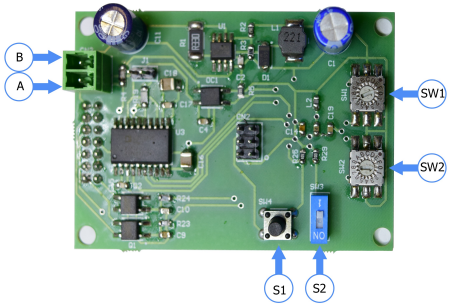

Рис. 7. Модуль управления RS485
- Модуль управления RS485 (рис. 7)
2. Переключателями SW1 и SW2 (см. рис. 7)
3. Нажать и затем отпустить кнопку S1 (см. рис. 7) «аппаратный сброс».
4. Перевести выключатель S2 (см. рис. 7) в положение «ON». В этом случае модуль перейдет в режим работы на фиксированной скорости 9600 бит/сек, 8 бит данных, паритет черный(even), 1 стоповый бит. Далее следует записать в регистр 40213 значение, соответствующее требуемой скорости передачи данных (см. таблицу 2, стр. 15).
5. Не выключая питания, перевести переключатель S2 (см. рис. 7) в положение «1». При этом значение регистров 40213-40219 будет сохранено сохранено в энергонезависимой памяти модуля и далее передача данных продолжится на установленной пользователем скорости.